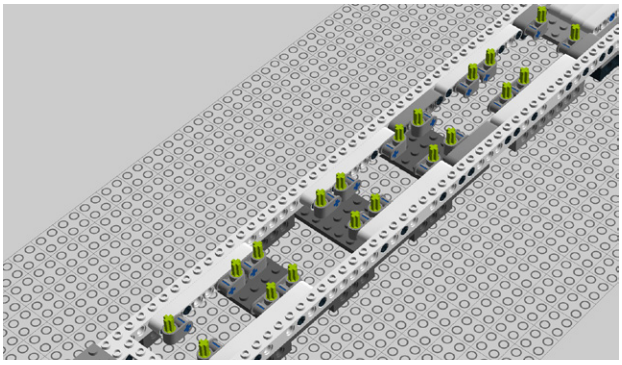

Figure 8-80. *Step 75: Inserting another 20 cross connectors*
75. Then, add even more cross connectors! The button plates will mount on these pegs (Figure 8-80).